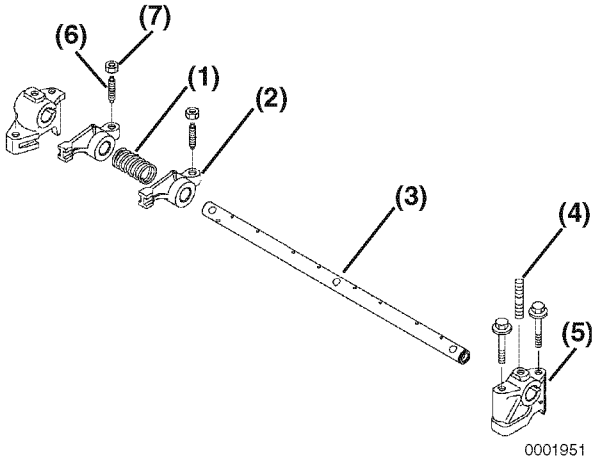

Figure 6-9
1. Remove the rocker arm shaft alignment stud **(Figure 6-9, (4))** from support **(Figure 6-9, (5))**.
2. Slide the rocker arm shaft **(Figure 6-9, (3))** out of the rocker arm supports **(Figure 6-9, (5))**, springs **(Figure 6-9, (1)),** and rocker arms **(Figure 6-9, (2))**.
3. Remove the valve adjusting screw **(Figure 6-9, (6))** and the lock nut **(Figure 6-9, (7))** from the rocker arms.